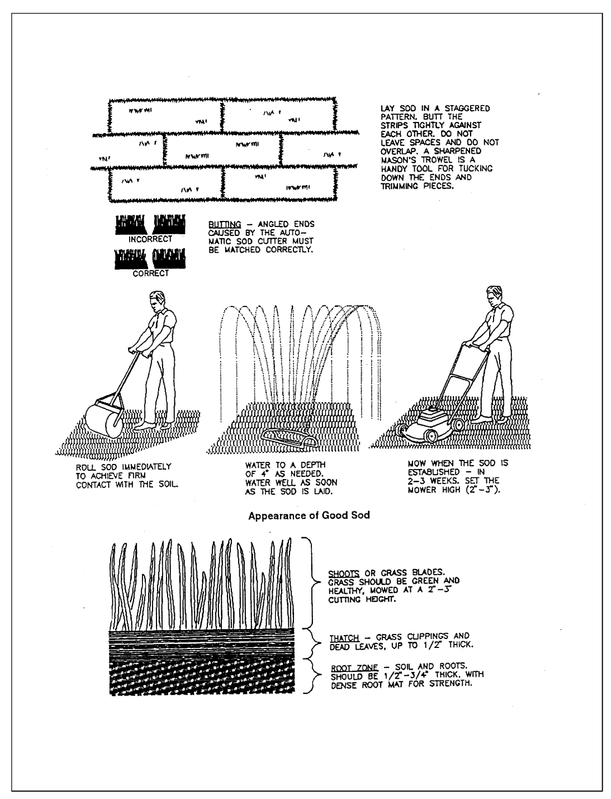

Figure 7.6a. Sodding
1. *Prior to soil preparation, areas to be sodded shall be brought to final grade in accordance with the approved plan. These operations should leave as much topsoil as possible or replace the topsoil to a depth of 4 inches (10 cm) (see **Figure 7.6a**).*